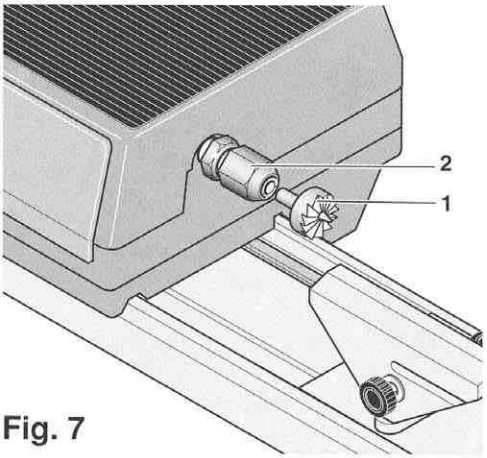

Fig. 7
1. Den Mitnahmedorn 1 (Fig. 7) in die Motorspindel einstecken und festziehen (wie bei Einspannen von Rundstäben beschrieben).